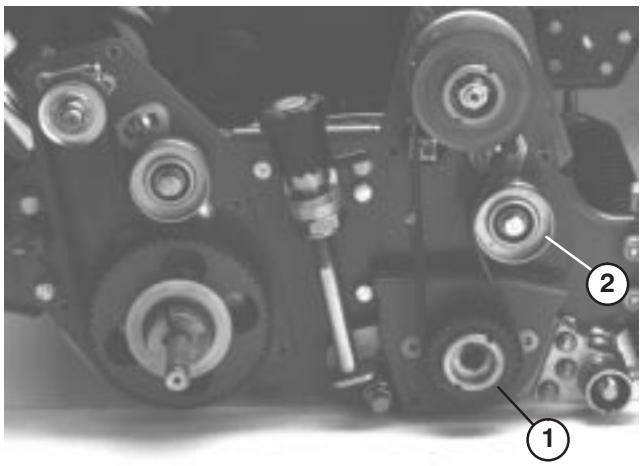

Figure 13
22. Using a 1/2" drive ratchet and extension, reinstall drive pulley and belt to reel shaft (Fig. 13). Secure the reel from turning with a wood block. Tighten pulley to 40 to 60 ft–lbs of torque.
3. Remove the right side grooming reel housing bearing bracket by unfastening the three bolts and nuts (Fig. 13). Remove the grooming reel shaft.